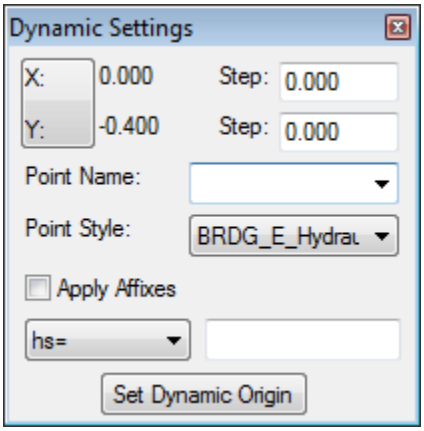

Figure L7-16 Dynamic Settings
26.	**The next Pavement layer, a 2" Intermediate Pavement Layer, will be constructed by placing a Constrained Component. Begin by opening the Dynamic Settings dialog.** • The **Dynamic Settings** dialog should still be open from the previous Lab. If it is not still open from the previous Lab, then select it in the **Create Template** Window, by selecting **Tools ► Dynamic Settings**. • Set the **Step:** Values to ***0.000*** as shown in *Figure L7-16*.